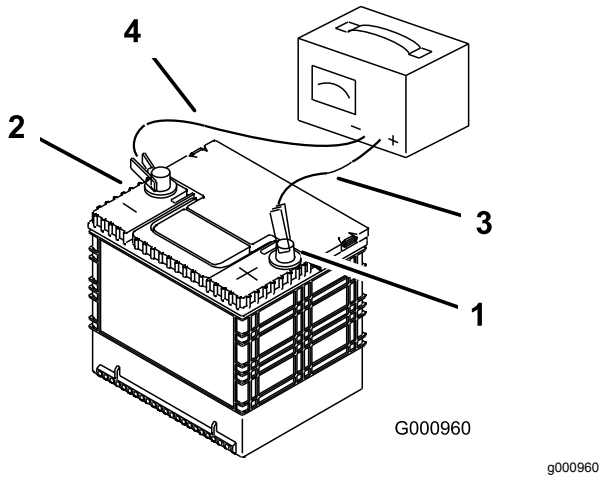

Figur 71
3. Når batteriet er fuldt opladet, skal du tage opladeren ud af stikkontakten og dernæst koble opladningskablerne fra batteriets poler (Figur 71).